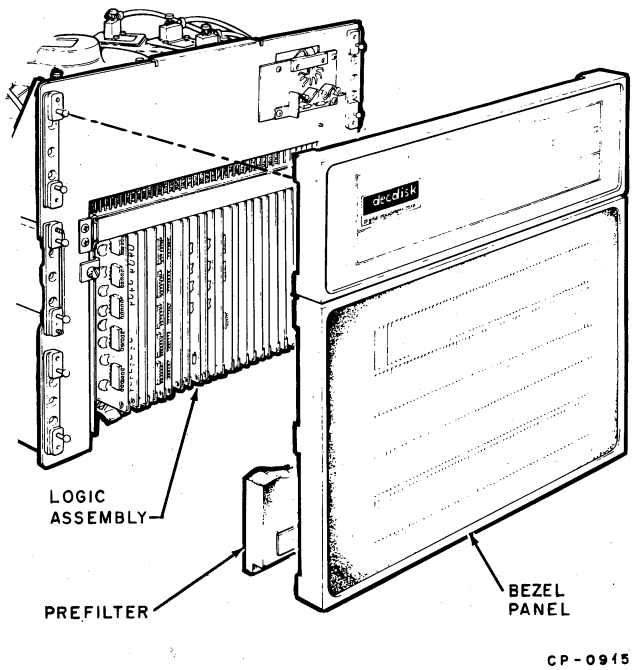

Figure 4-2 Pre-Filter Installation
2. Pull the pre-filter away from the retaining tape barbs (Figure 4-2).
Replacement – Place the cleaned or new pre-filter, with the cut-out side down, over the tape as shown in Figure 4-2. Press the filter onto the tape barbs, ensuring that the cut-out fits within the recess in the bezel panel.
1. Set the mode switch SW1 (Figure 4-2) to OFF (center position); turn the main circuit breaker to OFF. Wait 5 minutes for disk to stop turning.